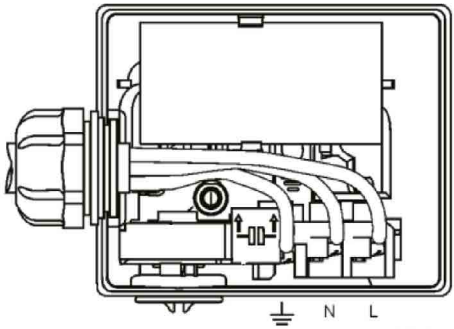

Рис. 4 Расположение клемм
Подключение электропитания (рис. 4)
Подключите кабель следующим образом: провод коричневого цвета — к клемме L, провод синего цвета — к клемме N, провод желтого/зеленого цвета — к клемме (см. рис. 4);
6. Отрегулируйте положение кабеля и зажмите оболочку кабеля в держателе. См. рис. 4;